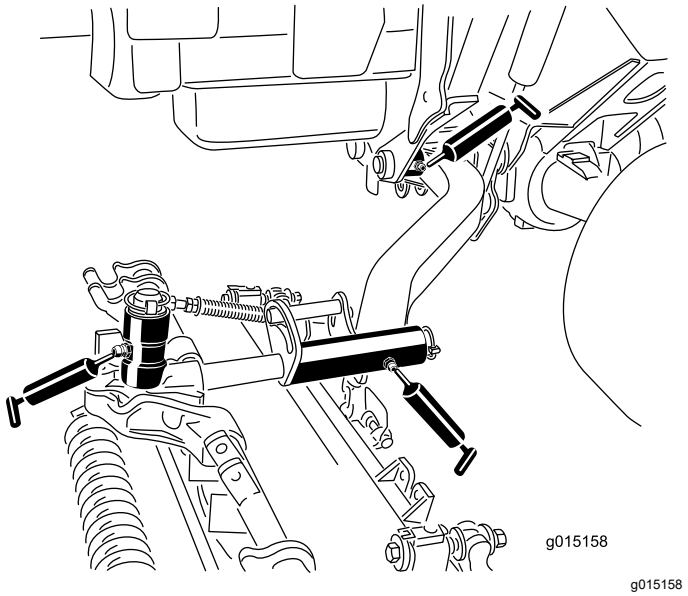

Figuur 51
- Draaikogellagers van hefarm (1 per maaidek) (Figuur 51)
- Draagframe van maaidek (2 per maaidek) (Figuur 51)
- As van hefarm van maaidek (1 per maaidek) (Figuur 51)